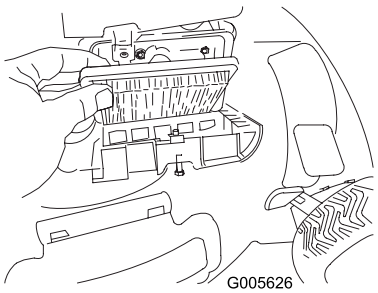

Figura 30
2. Substitua o filtro do ar (Figura 30).